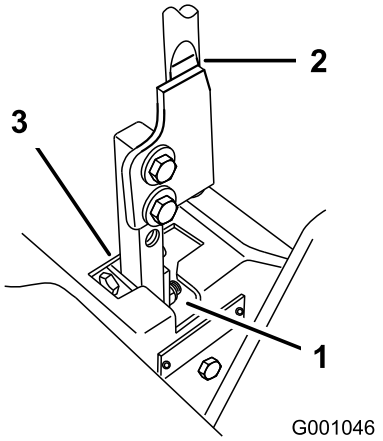

Figur 67
5. Flyt grebet til den neutrale position, men ikke låst (Figur 67).
6. Træk håndtaget tilbage, indtil gaffelbolten (på armen under drejeakslen) berører enden af åbningen (begynder netop at lægge tryk på fjederen) (Figur 67).
7. Kontroller, hvor håndtaget er i forhold til hakket i konsollen (Figur 67). Det skal være i midten, så håndtaget kan dreje udad til den neutrale låseposition.